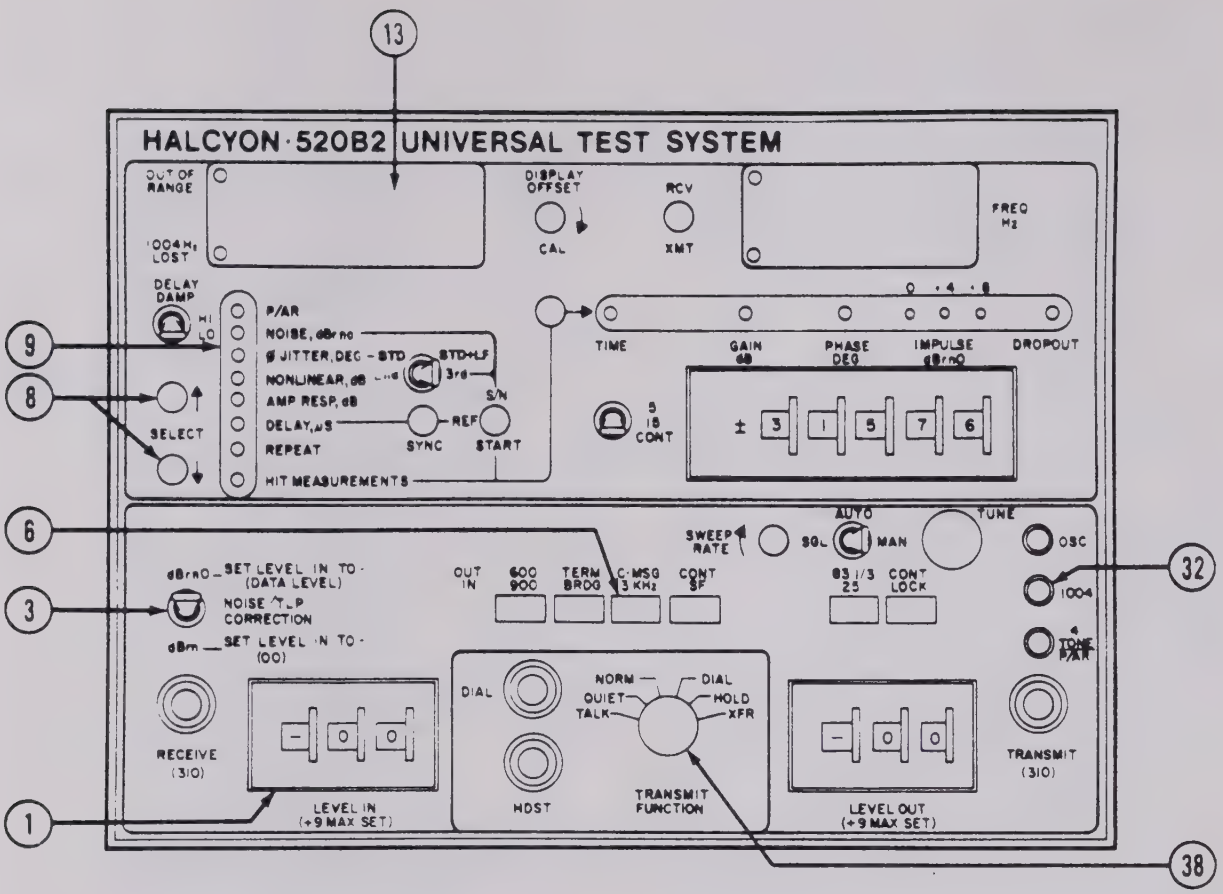

Figure 3-16. Noise Measurement Controls
(1) Idle-Channel Noise Measurement, Near-End to Far-End Procedure. (See figure 3-16.) The only requirement for the near-end operator in this test is to set TRANSMIT FUNCTION switch (38) to QUIET and notify the far-end operator to proceed with measurements.
(2) Idle-Channel Noise Measurement, Far-End to Near-End Procedure. (See figure 3-16.) The procedure for measuring idle-channel noise is as follows: